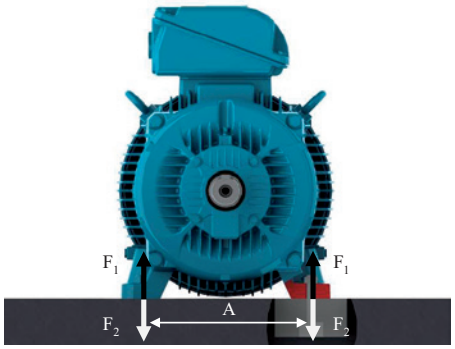

Bild 6.2 *- Motor auf Betonbasis aufgestellt*
Gemäß Bild 6.2 können können die Beanspruchungen des Fundamentes nach folgenden Gleichungen bestimmt werden:
- Betonbasis: allgemein werden Betonbasen zur Aufstellung von großen Motoren verwendet (siehe Bild 6.2);